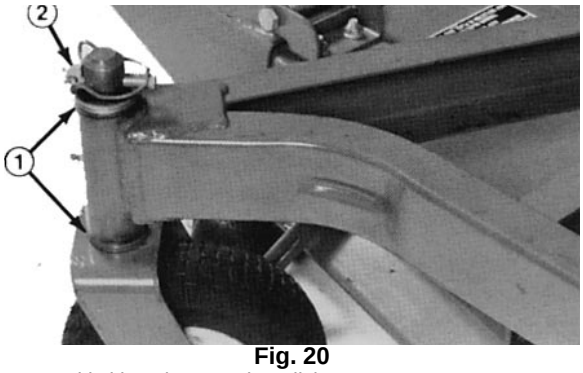

Fig. 20
A. Klippeenheter som normalt brukes med en klippehøyde på 25–50 mm bør ha den laveste siden på klippeenheten løftet. Ta av akselstiften som holder hjulet på den lave enden (fig. 20) og ta av hjulet.
C. Hvis klippeenheten benyttes med en klippehøyde på 5–10 cm, senkes den høyeste siden av klippeenheten. Ta av akselstiften på hjulet på den høyeste siden og ta av hjulet (fig. 20).